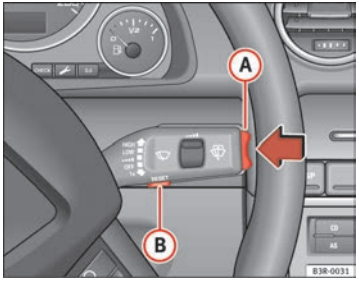

Fig. 63 Windscreen wiper lever: Reset button and rocker switch
Functions of the Reset (B) ⇒ fig. 63 and the **rocker switch** (A):